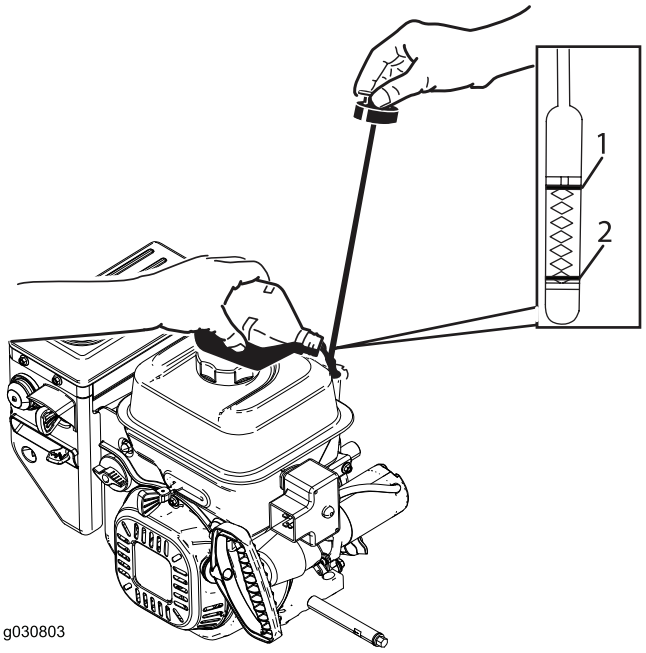

Rysunek 41
2. Następnie wyjmij wskaźnik i sprawdź poziom oleju (Rysunek 41). Jeśli poziom oleju nie przekracza oznaczenia Add na wskaźniku, uzupełnij olej. Patrz (Strona).